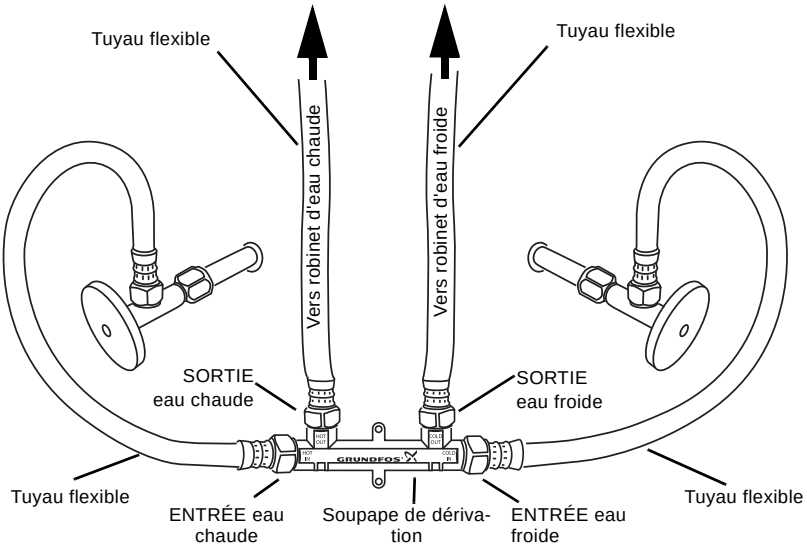

Fig. 5 Brancher la soupape de dérivation, les tuyaux flexibles et les raccords, comme indiqué
1. Raccorder les tuyaux flexibles aux ports de la soupape de dérivation marqués « HOT OUT » et « COLD OUT ». Voir fig. 5.
2. Raccorder les tuyaux flexibles aux ports de la soupape de dérivation marqués « HOT IN » et « COLD IN ». Voir fig. 5.
3. Raccorder le raccord de tuyau du port « HOT OUT » de la soupape de dérivation au côté gauche du robinet. Voir fig. 5. Si vous vous raccordez à une connexion de 3/8", utilisez des adaptateurs. Les adaptateurs sont fournis avec les pompes avec un code de date de production de 1841 [PC (année) (semaine)] ou plus tard sur la plaque signalétique de la pompe.
4. Raccorder le raccord de tuyau du port « COLD OUT » de la soupape de dérivation au côté droit du robinet. Voir fig. 5. Si vous vous raccordez à une connexion de 3/8", utilisez des adaptateurs. Les adaptateurs sont fournis avec les pompes avec un code de date de production de 1841 [PC (année) (semaine)] ou plus tard sur la plaque signalétique de la pompe.
5. Raccorder le raccord de tuyau du port « HOT IN » de la soupape de dérivation à la vanne d'arrêt d'angle gauche. Voir fig. 5.
6. Raccorder le raccord de tuyau du port « COLD IN » de la soupape de dérivation à la vanne d'arrêt d'angle droit. Voir fig. 5.